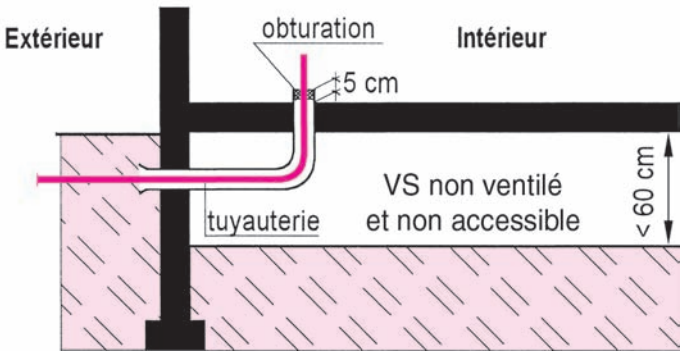

Fig. 2 : Vide sanitaire non accessible
- **vide sanitaire non accessible** : la hauteur est de l'ordre de celle de 2 blocs superposés hourdés au mortier, c'est-à-dire ≈ 40 à 45 cm le plus souvent avec un minimum de 20 cm (fig. 2).